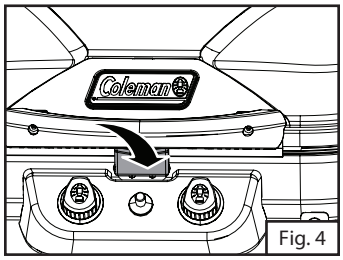

Fig. 4
3. Tirer vers l'extérieur pour dégager le loquet du couvercle et ouvrir le couvercle. (Fig. 4 et Fig. 5)